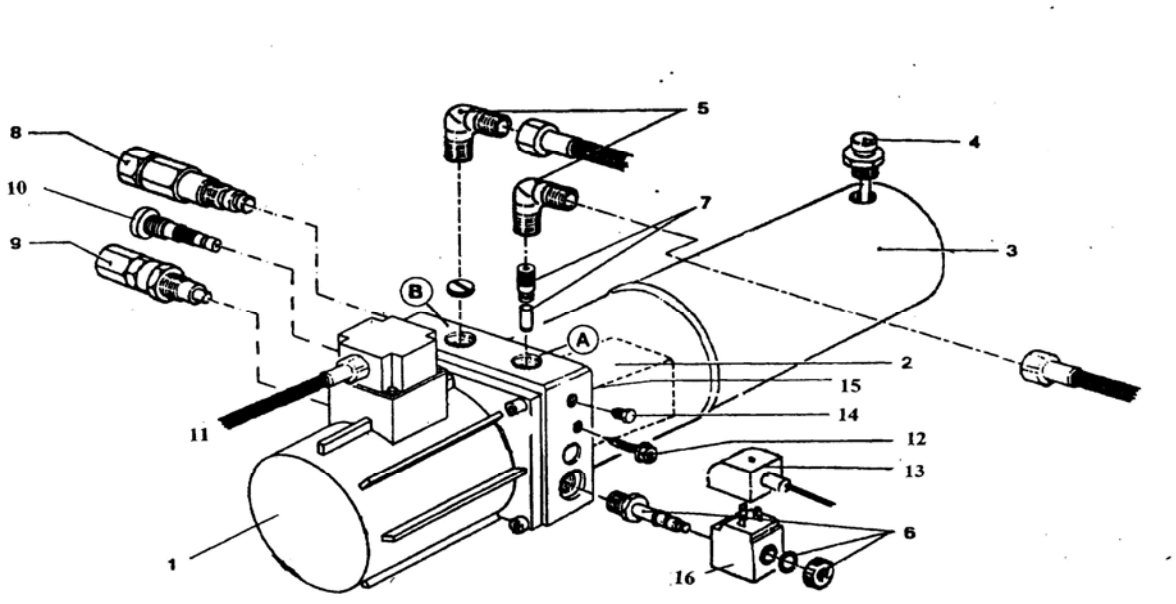

Рис. 3. Общий вид гидростанции
- **Устройство гидростанции (рис. 3):**